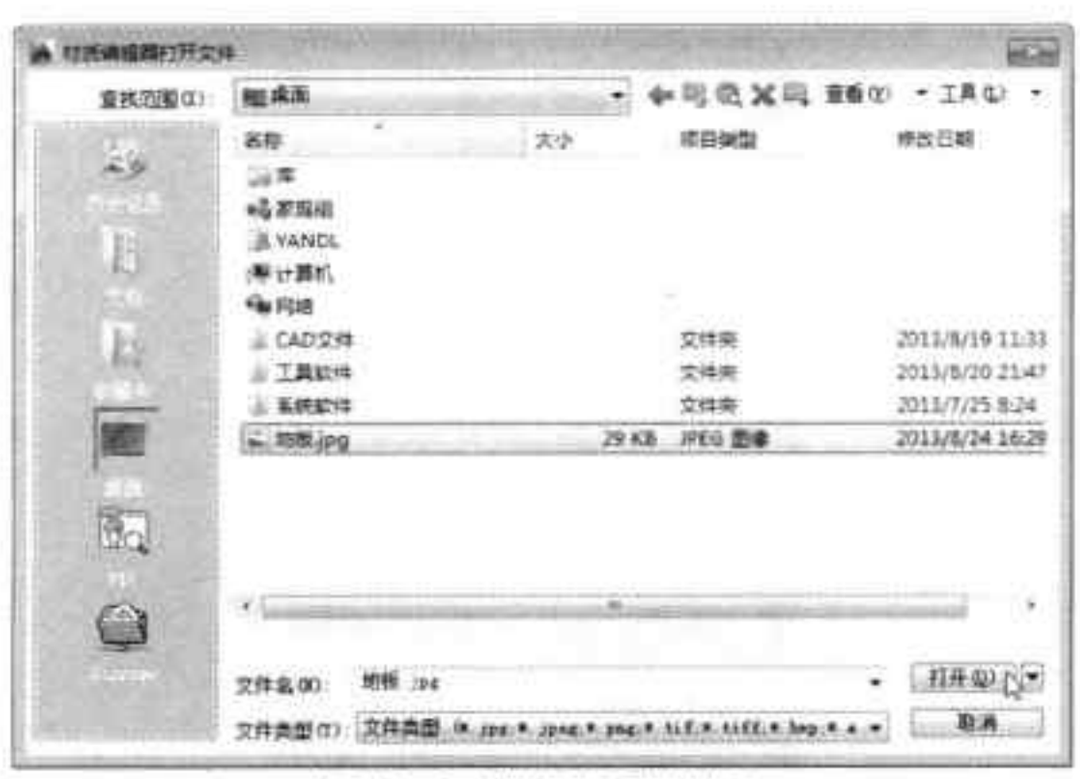

图14-9 选择材质图选项
Step 03 单击“图像”文本框，在“材质编辑器打开文件”对话框中，选择需要的材质图选项，单击“打开”按钮，如图 14-9 所示。